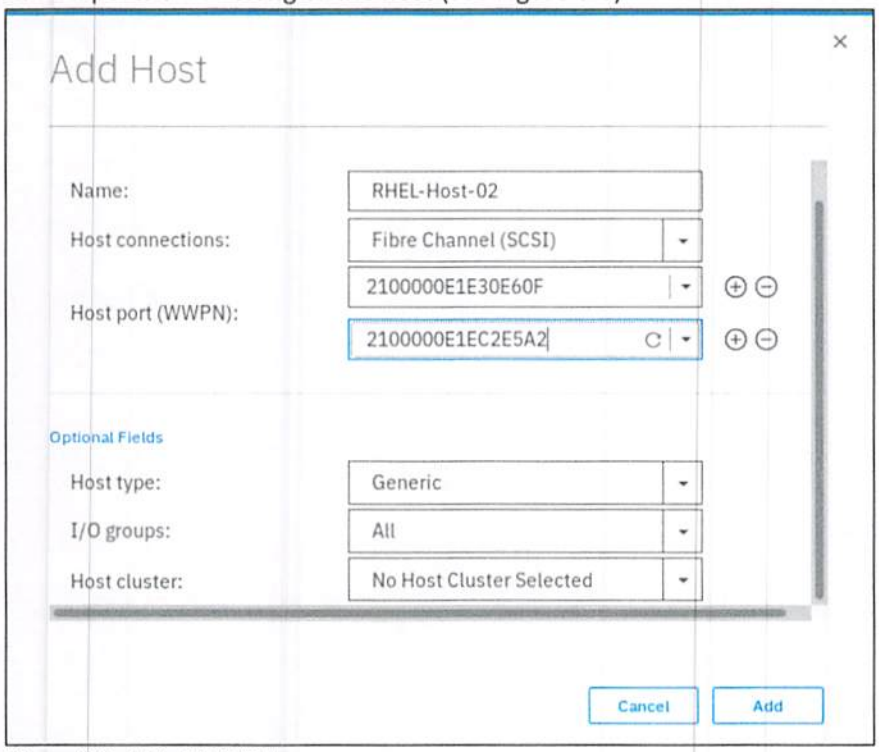

Figure 3.8 Add all WWPNs
5. Add all ports that belong to the host (see Figure 3.8).